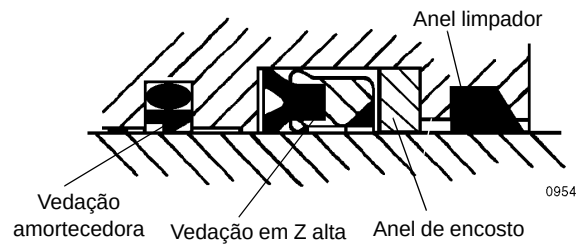

FIGURA 2-43
3. Instale o anel de desgaste, a vedação amortecedora, a vedação da haste em Z alta, o anel de encosto e o anel limpador de reposição Figura 2-43 na parte interna da cabeça. Verifique se o entalhe da vedação amortecedora está mais próximo da vedação da haste em Z profunda. Verifique se a ranhura do aro da vedação da haste em Z profunda está mais próxima da vedação amortecedora.